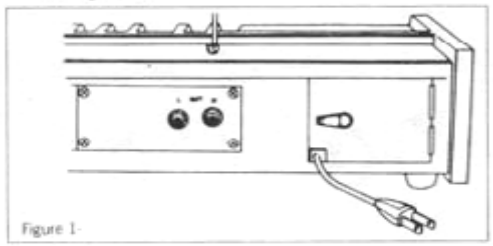

Figure 1
1. Connect AC line cord (found inside recessed compartment on rear of unit, figure 1) to local voltage 50/60Hz outlet.
2. Connect audio cable (shielded-type) from jack marked "Output", to input of your amplifier. Utilize jack marked "H" for high impedance use (100K Ω) or jack marked "Low" for low impedance (5K Ω) shown in figure 1.
3. Switch on/off control to "On" position. If pilot lamp fails to light, check fuse found in rear compartment. figure 1 and replace *With identical rating only.*